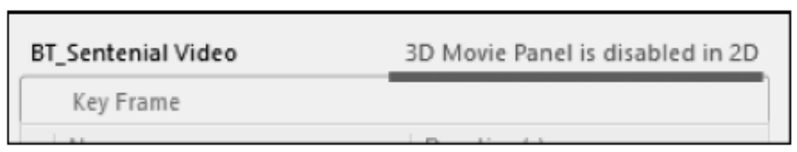

图 1-349　2D 模式下视频失效警告
② 3D 模式下才能对 PCB 3D Movie Editor 面板进行编辑，在 2D 模式时，会提示警告，如图 1-349 所示。